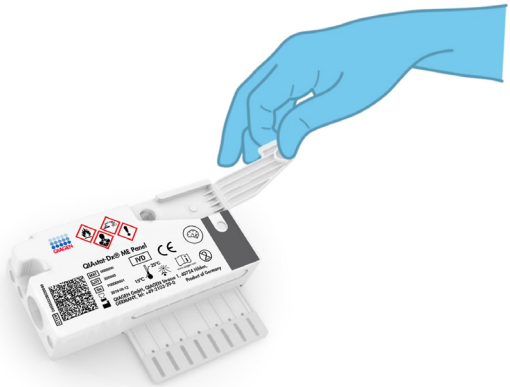

**Figura 6**. Apertura de la tapa de la muestra del puerto principal.
5. Abra la tapa de la muestra del puerto principal en la parte frontal del QIAstat-Dx ME Panel Cartridge (figura 6).